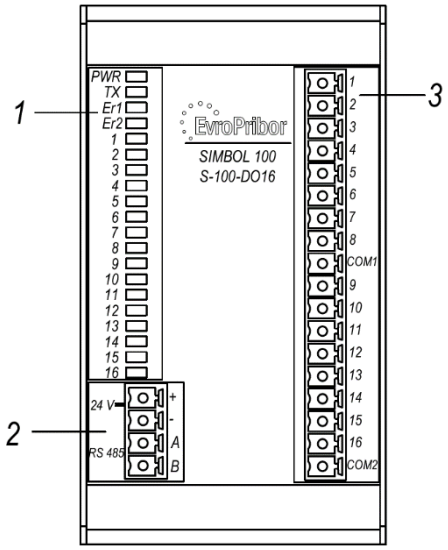

Рисунок 1.2 – Лицевая панель модуля вывода дискретных сигналов S-100-DO16
На лицевой панели модуля расположены следующие элементы (рисунок 1.2):
1.4.8.1 На лицевой панели модуля находится светодиодная линейка, индицирующая состояние модуля (рисунок 1.2):